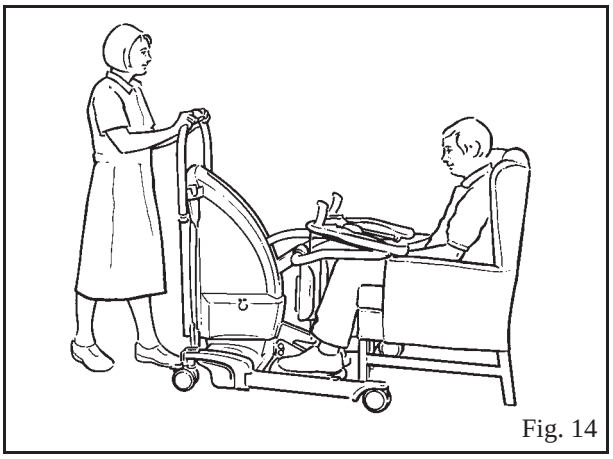

Fig. 14
4. **Ved forflytninger:** Når plejemodtageren er klar, kan du hjælpe til eller lade plejemodtageren selv placere hans/hendes fødder på fodpladen, mens du skubber *Sara Plus*-liften lidt hen mod plejemodtageren for at gøre det nemmere. (Se fig. 14).